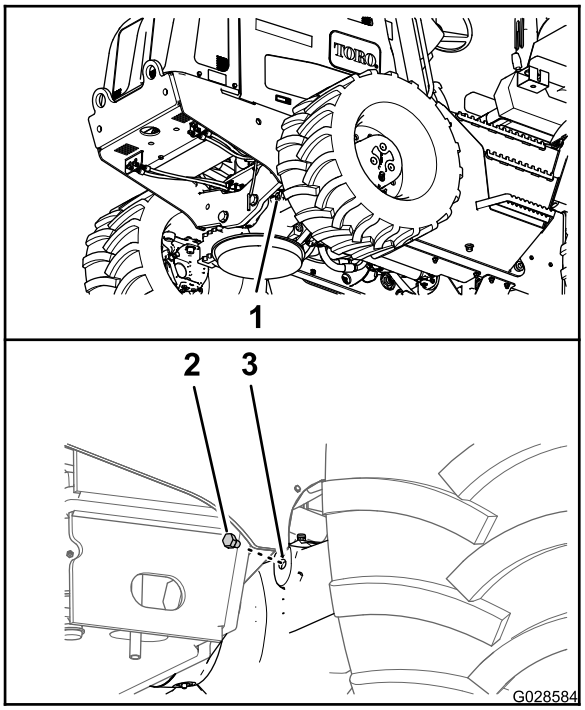
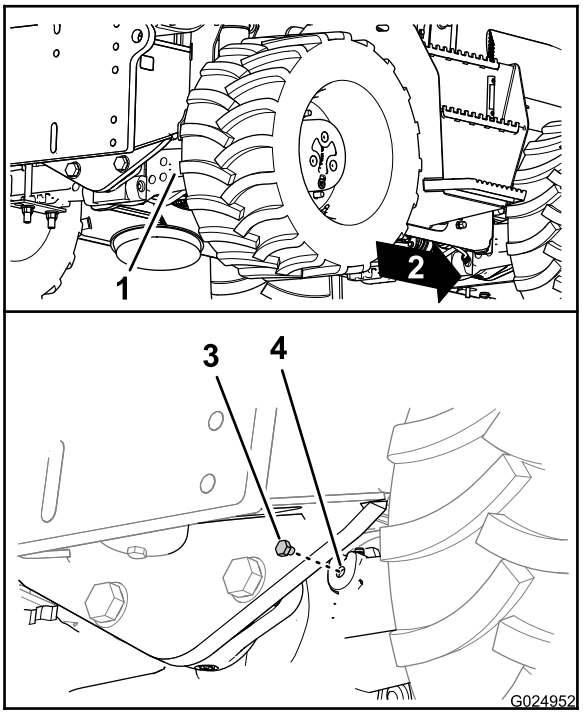

Rysunek 85
Rysunek 86
2. Zdejmij korki z przyłącza wziernika na obudowie zębnika osi (Rysunek 85 i Rysunek 86).
3. Sprawdź przez wziernik, czy poziom oleju w osi jest na poziomie spodu gwintu w przyłączu wziernika (Rysunek 85 i Rysunek 86).
6. Załóż korek wziernika na przyłącze wziernika w obudowie zębnika osi (Rysunek 85 i Rysunek 86).